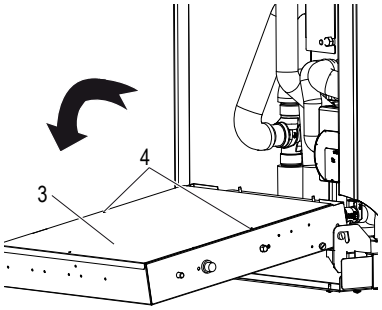

fig. 19 - de elektriciteitskast draaien
- draai het naar voren (fig. 19) verwijder de achterste afdekplaat (ond. 3 - fig. 19) vastgezet met 2 schroeven (ond. 4 - fig. 19).